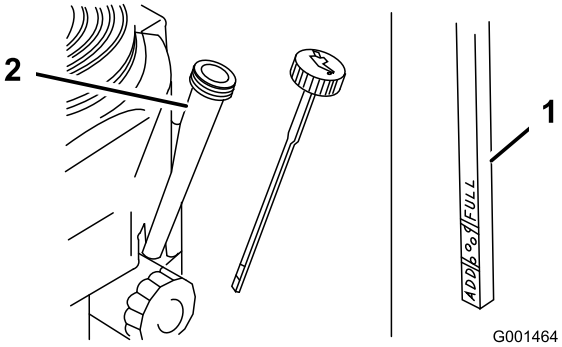

Rysunek 35
4. Oczyść obszar wokół wskaźnika poziomu oleju (Rysunek 35), aby zabrudzenia nie przedostały się do otworu napełniania i nie uszkodziły silnika.
5. Odkręć wskaźnik poziomu oleju i oczyść końcówkę (Rysunek 35).
6. Wsuń wskaźnik poziomu oleju jak najgłębiej do przewodu olejowego, ale nie przykręcaj go do przewodu olejowego (Rysunek 35).
8. Powoli wlej około 80% oleju do przewodu olejowego (Rysunek 35).